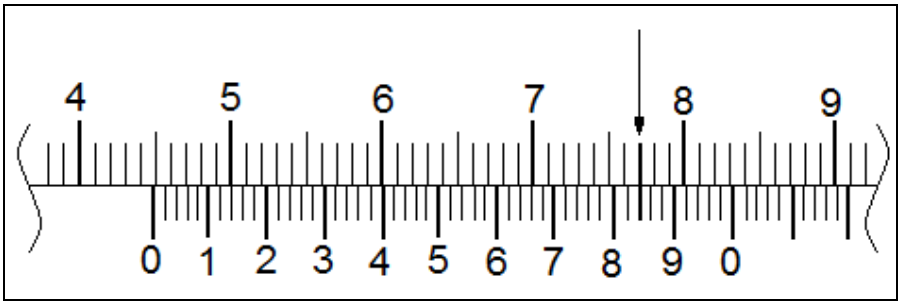

FIGUUR 3 (3)
5.3 FIGUUR 3 illustreer 'n bepaalde lesing op 'n nonius-passer.